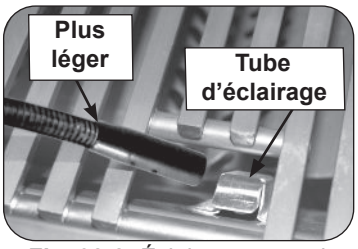

Fig. 32-2 Éclairage manuel via un tube d'éclairage
2. Passez un allumeur brûlant de butane de long-baril ou une allumette brûlante de long-tige dans la grille à cuire s'ouvrant au dessus du tube d'éclairage. (Fig. 32-2). Pour les brûleurs de dos ou les brûleurs infrarouges, maintenez la flamme contre la surface du brûleur de brûleurs arrière / infrarouge. Pour les favoris, maintenez la flamme contre le brûleur.